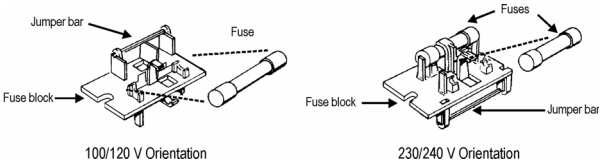

Figure 6. Orientation du bloc de fusibles pour le fonctionnement à 100/120 V c.a. et à 230/240 V c.a.
Le module d'entrée d'alimentation convient à deux arrangements de fusibles, comme illustré à la figure 6.
- Remplacez des fusibles ou ajoutez les bons fusibles, au besoin, en consultant la figure 6. Consultez l’étiquette située sur le panneau arrière de l’instrument pour connaître les tensions nominales de courant des fusibles.